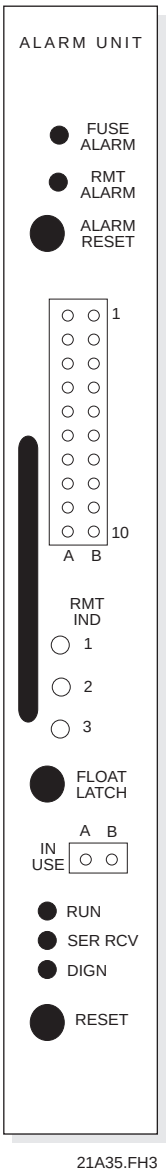

*Figure 5-41. Alarm Unit Front Panel*
***Front Panel Controls and Indicators.*** The front panel is illustrated in **Figure 5-41**. **Table 5-31** defines the control and indicator functions.